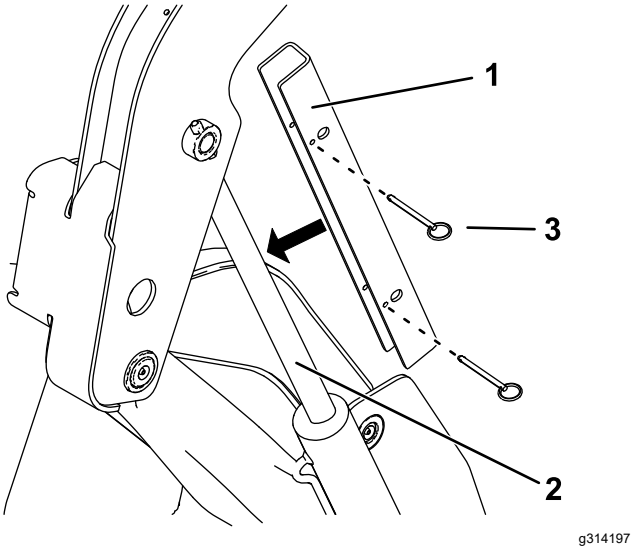

Рисунок 31
5. Поместите замок на шток гидроцилиндра подъема (Рисунок 31).